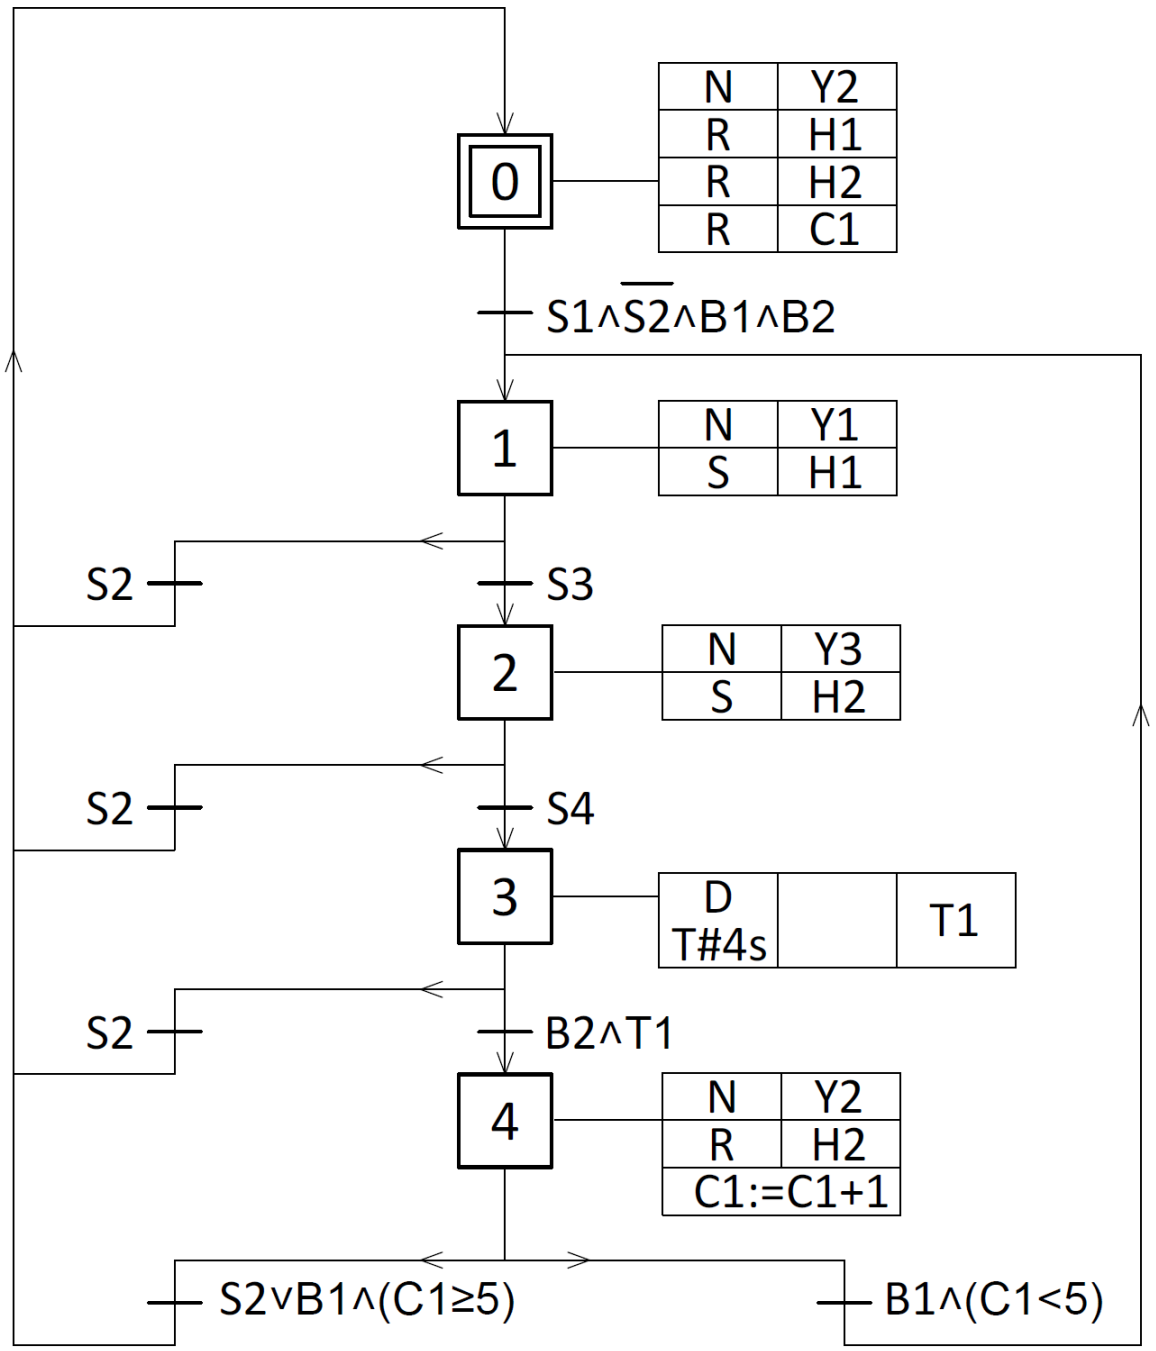

Rysunek 2. Algorytm SFC pracy napędu mechatronicznego*
- algorytmu SFC pracy napędu mechatronicznego (rysunek 2.),